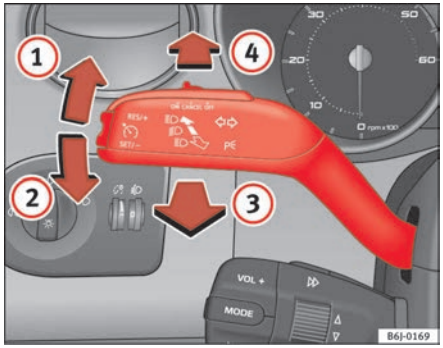

Fig. 56 Indicator and main beam headlight lever
– Move the lever all the way up ⇒ fig. 56 (1) to indicate **right**, and all the way down (2) to indicate **left**.
– Press the lever forward ⇒ fig. 56 (4) to switch on the main beams.